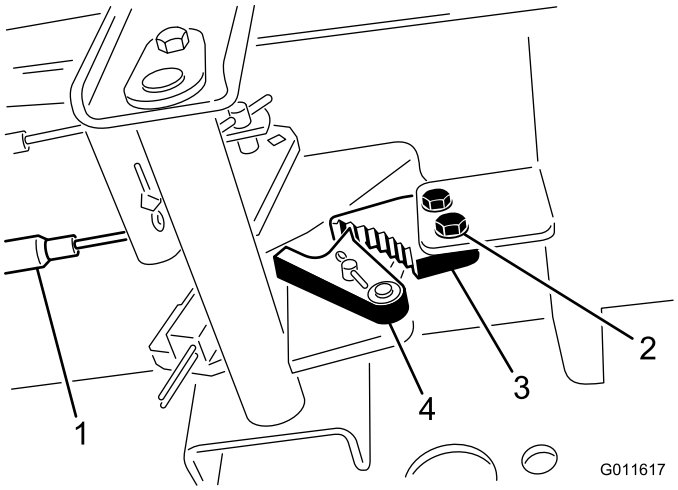

Figur 56
1. Løsne de to skruene som fester parkeringsbremsespaken til rammen (Figur 56).
2. Trykk parkeringsbremsepedalen fremover til bremsesperrehaken aktiveres fullstendig på bremsesperren (Figur 56).